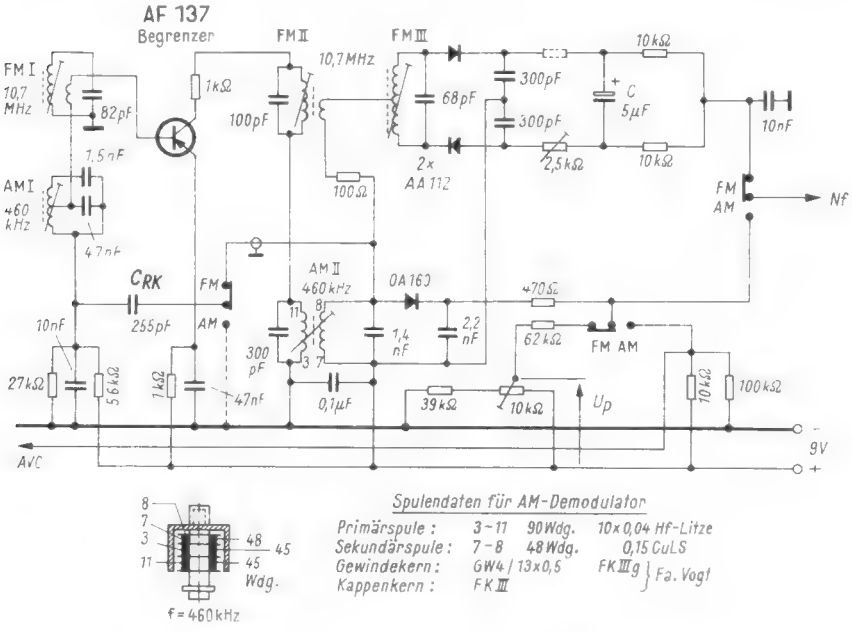
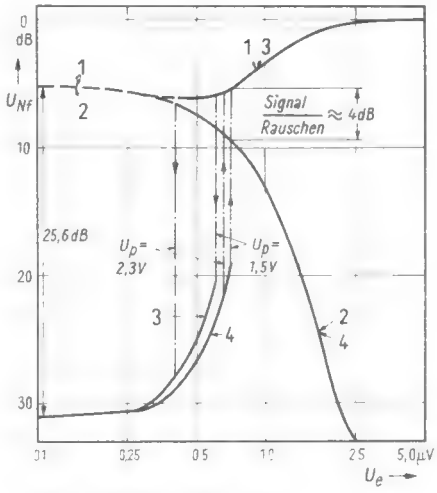
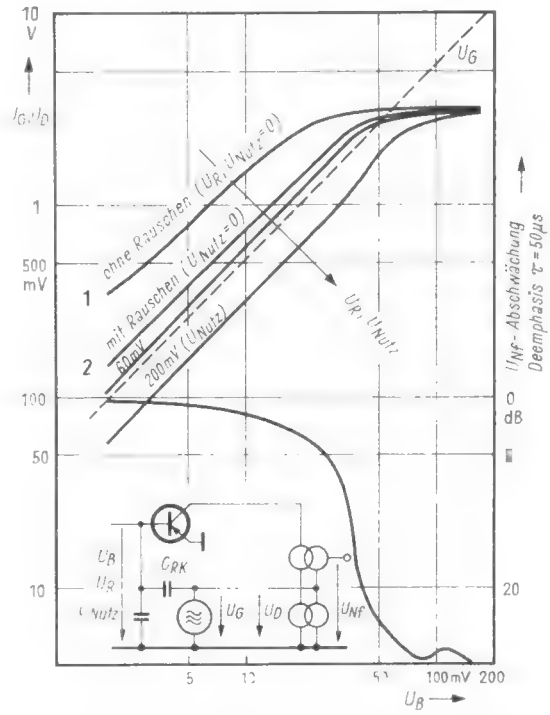

Bild 4. Demodulatorstufe eines kombinierten AM/FM-Zf-Verstärkers (mit erhöhter Rauschunterdrückung)
Bild 6. Dämpfungsverlauf der Rauschsperre nach Bild 4 (mit Schaltschwelle). Bezeichnungen wie in Bild 5; C_{RK} = 255 pF, U_p = 1,5 (2,3) V
Bild 7. Die Werte U_D, U_G f (U_B, U_R, U_{Nutz}) der Schaltung nach Bild 4
In Schaltung *Bild 4* wird die am AM-Demodulatorkreis entstehende Spannung der Hilfsschwingung über die Tertiärspule dem Sekundärkreis des FM-Demodulators zugeführt. Hiermit wird erreicht, daß durch die Gleichrichtung der Hilfsschwingung über die Dioden des FM-Demodulators eine zusätzliche Bedämpfung des FM-Demodulatorfilters entsteht. Die dadurch erzielte zusätzliche Abnahme der Nf-Ausgangsspannung gegenüber der Schaltung nach Bild 1 beträgt etwa 10 dB. In dieser Anordnung wird gleichzeitig das kurzzeitige Aufrauschen im Einschaltmoment der Rauschsperre – wie es bei der Schaltung nach Bild 1 beobachtet wurde – vermieden. Dies erreicht man dadurch, daß im Schaltzeitpunkt die zurück-
Die Kurvendarstellung nach *Bild 6* läßt erkennen, inwieweit es mit dem 10-kΩ-Potentiometer möglich ist, eine Schaltschwelle einzustellen und ihre Breite zu variieren. Auf Grund der unterschiedlichen Bedämpfung des AM-Kreises über dessen Gleichrichterdiode entsteht eine Schaltschwelle. Im schwingenden wie auch im nichtschwingenden Zustand ist hier eine zusätzliche Bedämpfung des AM-Kreises vorhanden, so daß sich nicht nur die Einschaltspannung, sondern auch die Ausschaltspannung der Rauschsperre zu kleineren Signal/Rausch-Verhältnissen verschiebt (vgl. Bild 5). Wie aus Bild 6 ersichtlich, liegt die Ausschaltspannung der Rauschsperre bei einem Signal/Rausch-Verhältnis von etwa 3,5 dB bzw. 4 dB und die Einschaltspannung der Rauschsperre bei einem Signal/Rausch-Verhältnis von etwa 0,5 dB bzw. 2,5 dB. Da die zusätzliche Dämpfung durch die Vorspannung der AM-Demodulatordiode nur bei geringen Schwingamplituden von wesentlichem Einfluß ist, bleibt die hohe Rauschunterdrückung bei fehlendem Eingangssignal erhalten.
Bild 5. Dämpfungsverlauf der Rauschsperre nach Bild 4. Bedeutung der Kurven: Nf-Ausgangsspannung ohne (1) und mit Rauschsperre (3) bei moduliertem Signal, Rauschspannung ohne (2) und mit Rauschsperre (4) ohne Modulation. Modulation 1 kHz, Hub ± 15 kHz; U_B = 9 V, R_D = 8,2 kΩ, C_{RK} = 255 pF
Nach den vorangegangenen Kurvendiskussionen lassen die Kurvendarstellungen nach Bild 3 und *Bild 7* den wesentlichen Vorteil der Schaltung nach Bild 4 erkennen. Trotz des günstigen Schaltverhaltens zu kleinem Nutzsignal, also geringem Signal/Rausch-Verhältnis, ist die Rauschunterdrückung bei fehlendem Eingangssignal sehr groß. Das ungünstigere Signal/Rausch-Verhältnis innerhalb des Wirkungsbereiches der Rauschsperre, wie es Bild 5 deutlich zeigt, hat beim Vorhandensein einer Schaltschwelle praktisch keine Bedeutung; Bild 6 läßt dies klar erkennen. Eine Änderung der Verstärkung, der Batteriespannung, der Bedämpfung des AM-Demodulatorkreises oder des Rückkopplungsfaktors haben hier die gleiche Auswirkung wie es zuvor für die Schaltung nach Bild 1 in Verbindung mit Bild 3 beschrieben wurde. Es zeigt sich hierbei, daß eine Stabilisierung der Speisespannung (Verstärkung) und die Anwendung einer automatischen Nachstimmung (AFC) von Vorteil ist.